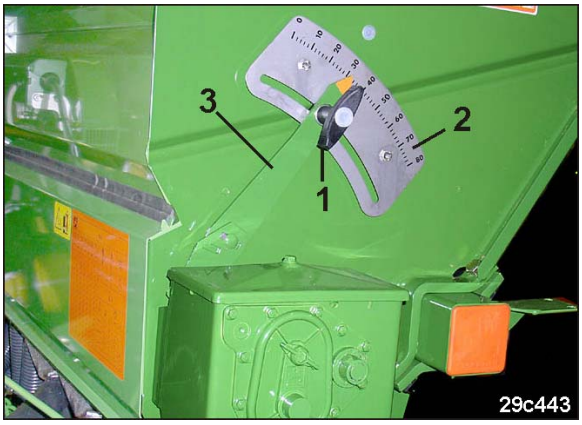

Fig. 175
5. Die Flügelmutter (Fig. 175/1) lösen.
6. Die Getriebe-Einstell-Nummer dem Kapitel „Getriebe-Einstell-Nummer ermitteln“ (Seite 128) entnehmen und an der Skala (Fig. 175/2) einstellen.
Den Getriebehebel (Fig. 175/3) immer von unten auf den Skalenwert stellen.
7. Die Flügelmutter (Fig. 175/1) festziehen.
Den Getriebehebel (Fig. 175/3) auf den Skalenwert 38,5 stellen, zum Ausbringen von 300 kg/ha Diammonphosphat.